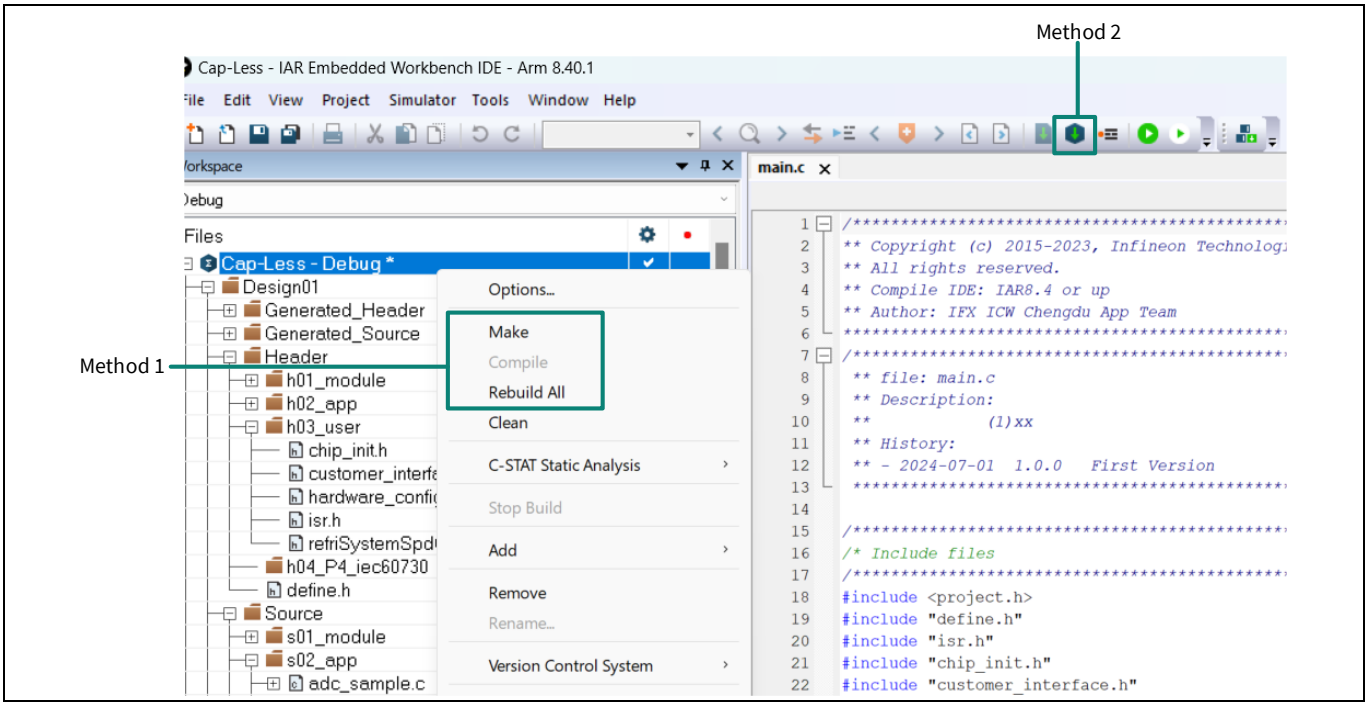

Figure 11 Compile the project
- Method 2: Click on the button, which is a “Make” option available on the toolbar, as shown in Figure 11.